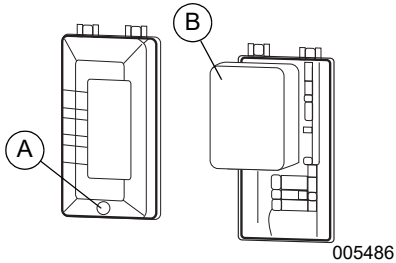

***Figura 4-4. Conjunto del filtro de aire***
1. Desenrosque el tornillo (A) y retire la cubierta del filtro de aire. Consulte la *Figura 4-4*.
2. Limpie el filtro (B) con una mezcla de agua y jabón. Escúrralo y limpie hasta que quede seco (NO LO RETUERZA) con un paño limpio.